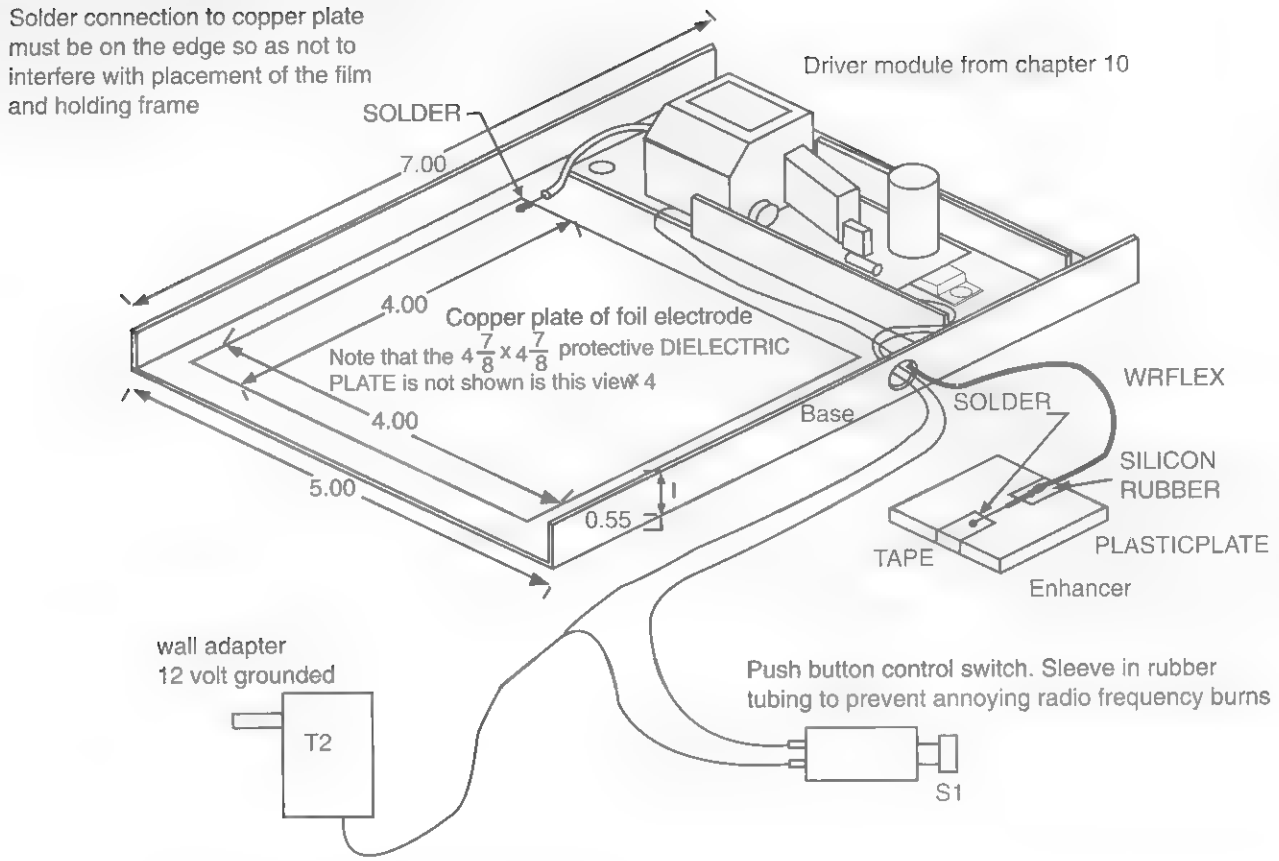

Figure 9-2 *Isometric of the image base and charge plate*
2. Assemble the image base, as shown in Figures 9-2 and 9-3. The dimensions as shown are not critical.
BASE	6 × 7-inch plastic piece, formed as shown in Figure 9-2